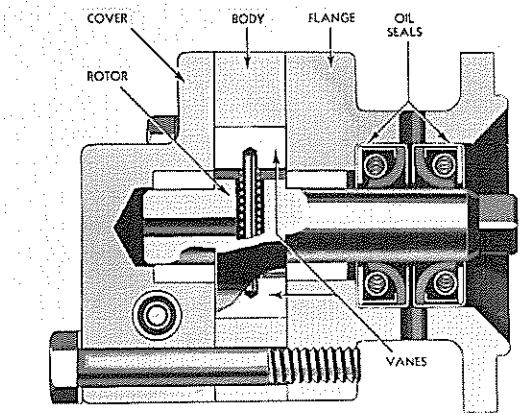

FIG. 7
2. Install new seals in pump flange; locate seals as shown in Fig. 7; that is, with leather or inner seal pointing toward squared end of rotor shaft. Drive outer seal down tight against bottom of seal cavity and inner seal down to within approximately 1/16″ from outer seal using special tool.